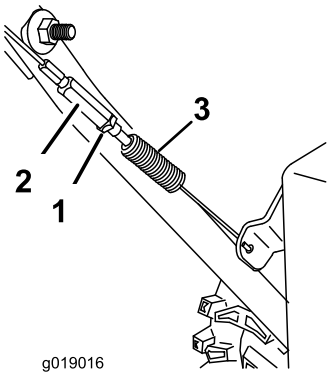

Figura 31
1. Allentate il controdado (Figura 31)
2. Allentate o serrate il tornichetto per regolare il perno fino a quando non ottenete la distanza adeguata dal bordo anteriore della scanalatura (Figura 31).
3. Serrate il controdado (Figura 31).